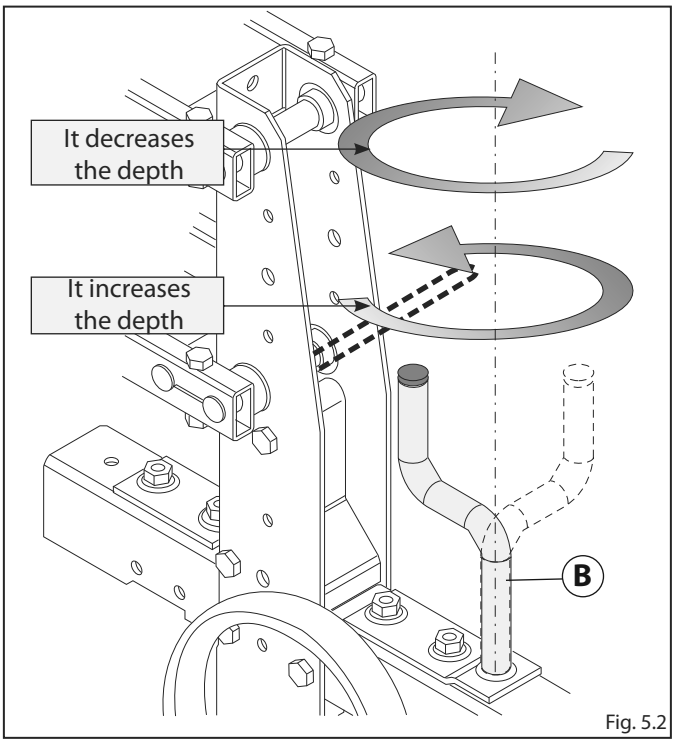

Fig. 5.2
- Rotate crank **B** counterclockwise to increase depth and clockwise to reduce it (Fig.5.2).